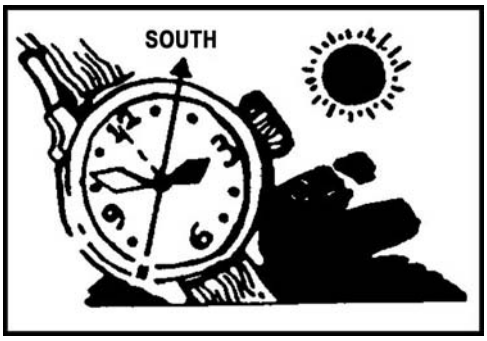

Figure C-44. Watch method
a. Point the hour hand at the sun when you are north of the equator. South will be halfway between the hour hand and 12 o'clock (figure C-44).